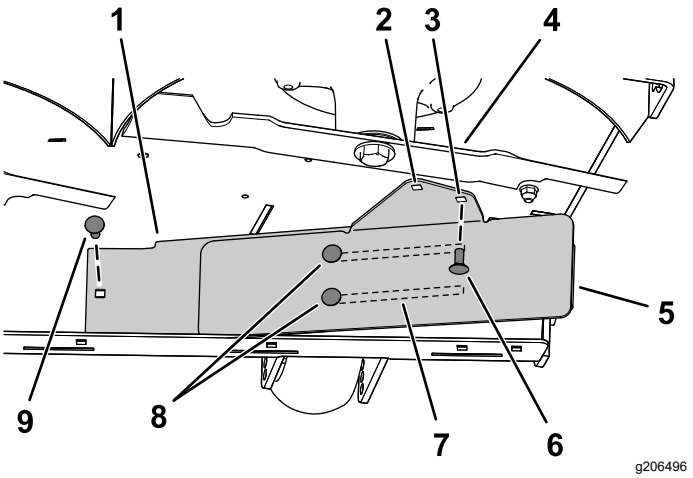

Figure 9
3. Install the left side of the baffle using a carriage bolt (5/16 x 3/4 inch) and flange nut (5/16 inch) as shown in Figure 9.
4. Loosen the 2 carriage bolts (5/16 x 3/4 inch) in the baffle slots, and slide the baffle until the hole aligns with the hole in the mower deck (Figure 9).
5. Install baffle as shown in Figure 9.
Important: **Ensure that you use the correct hole for the baffle; refer to Figure 9.**
6. Tighten the 2 carriage bolts (5/16 x 3/4 inch) in the baffle slots (Figure 9).